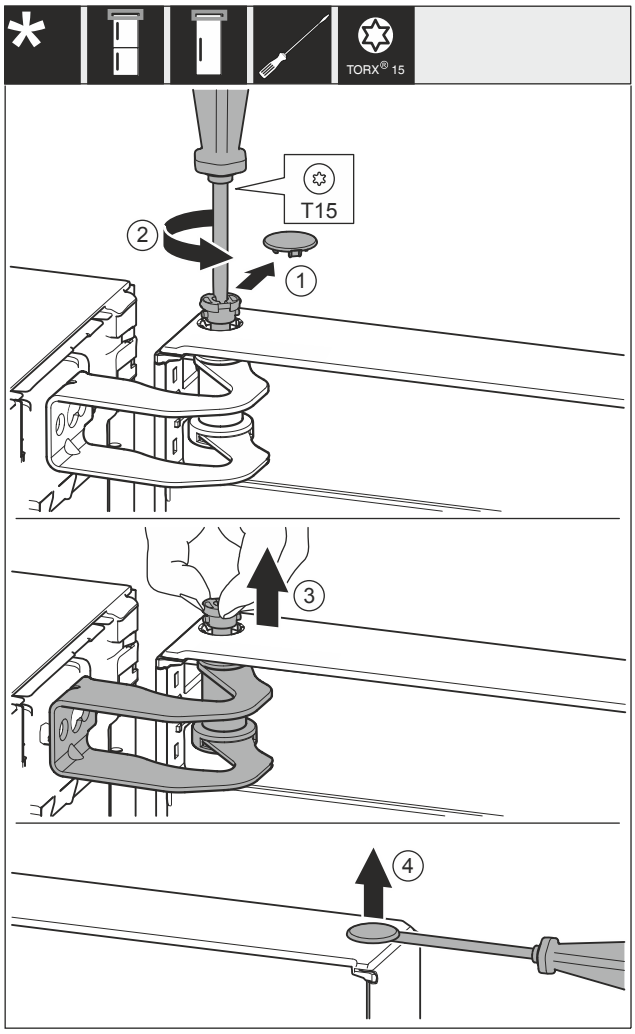

Fig. 29
▶ Carefully remove the cover *Fig. 29 (1)*.
▶ Use screwdriver to loosen the bolts *Fig. 29 (2)* a little.
▶ Pull out the bolt *Fig. 29 (3)* with your fingers.
▶ Carefully lift and remove the cover *Fig. 29 (4)* with a screwdriver.